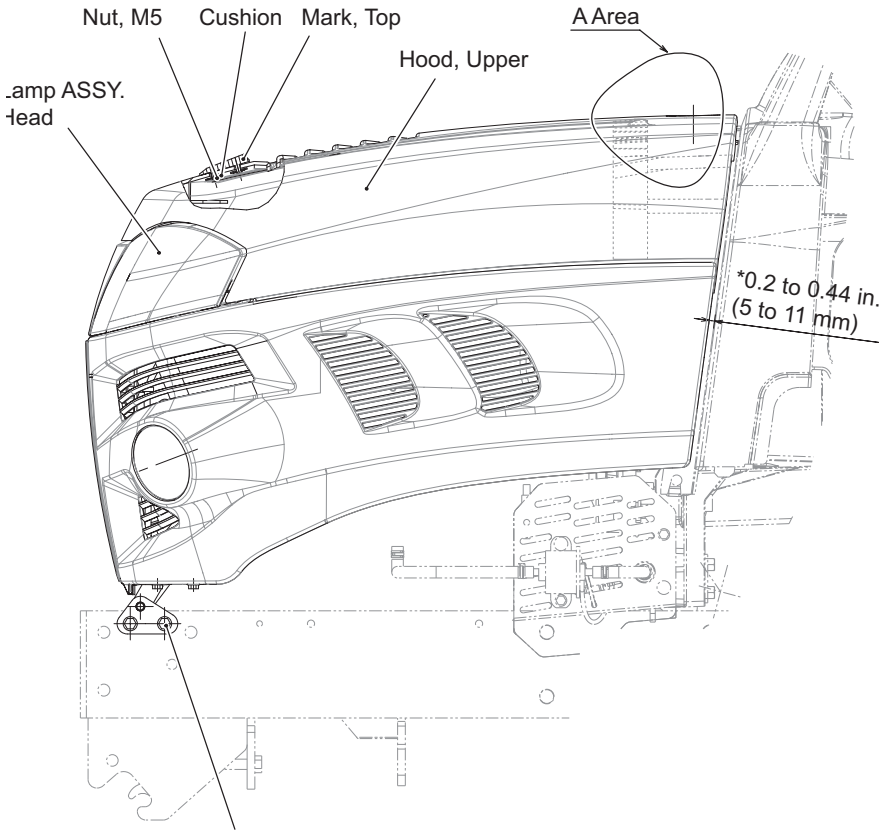

Fig. 2 Bolt, 8 x 16 (L: 0.64 in.)
1. After installing the hood assembly, install the gas spring and hood hinge. Temporarily tighten the four (4) M8 x 16 (L: 0.64 in.) collar head screw, two (2) per side.
2. Adjust the hood, back and forth to set the clearance between the Hood and Dash Cover to 0.2 - 0.44 in. (5 - 11 mm) of *-marked dimension when closing hood (see Fig. 2). Then turn hood latch knob to close hood.